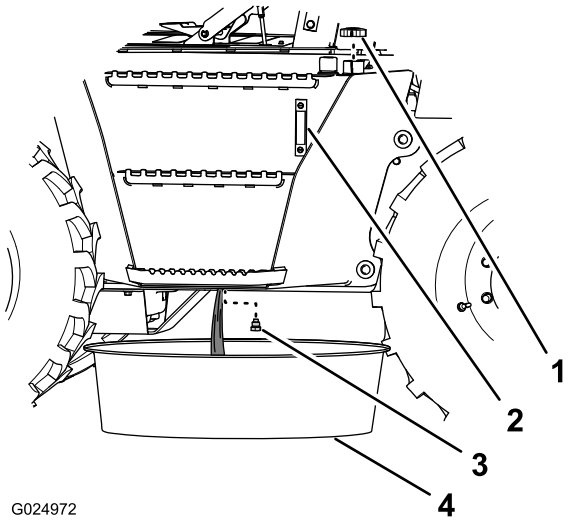

Рисунок 107
6. Установите сливной поддон с минимальной емкостью 190 л (50 кварты США) под пробку слива гидравлической жидкости из бака (Рисунок 107).
7. Снимите сливную пробку с бака гидросистемы (расположенную под баком) и слейте жидкость из бака (Рисунок 107).
9. Установите сливную пробку (Рисунок 107).